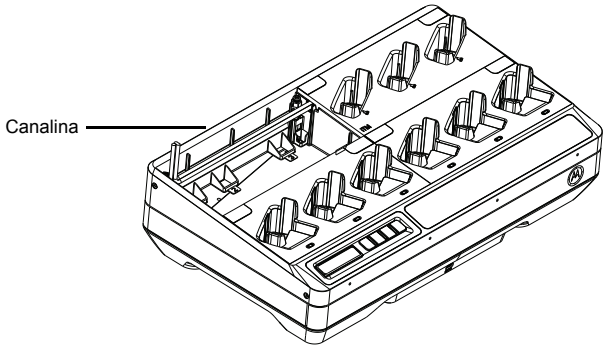

Figura 14: Canalina per i cavi.
5. I cavi possono essere disposti dal vano di destra al vano di sinistra tramite una canalina o viceversa (vedere la Figura 14).